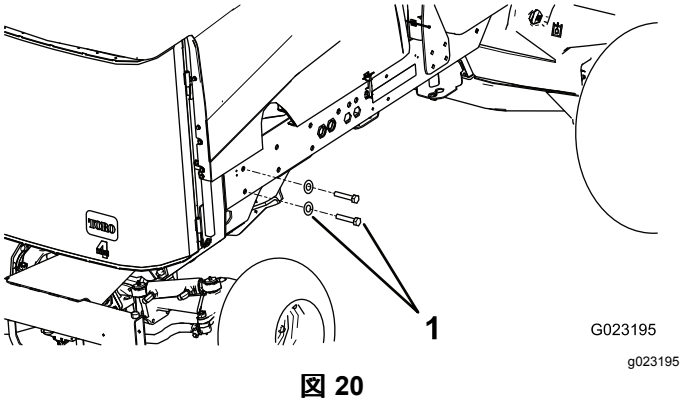

図 20
4. 右側フレームレールからリアボルト2本とワッシャ2枚を外す図 20。